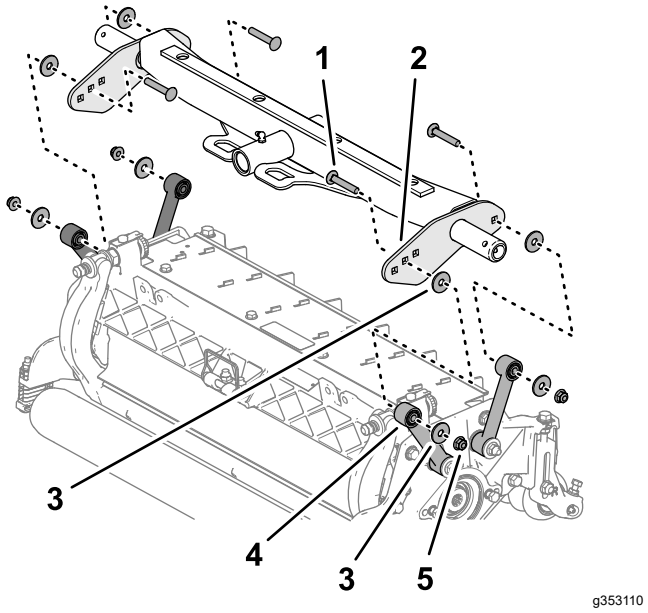

Figuur 18
2. Lijn een ring uit tussen de draagplaat en de koppeling (Figuur 18) en monteer de platen en het afstandsstuk losjes met een slotbout (⅜" x 2¼"), ring en flensborgmoer (⅜").